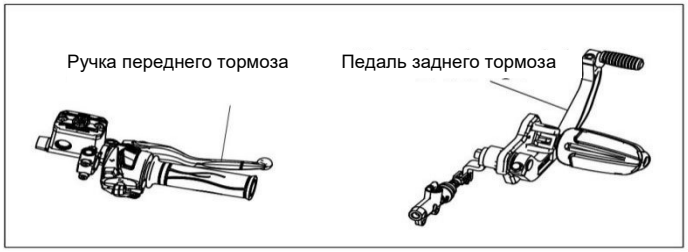

Рис. 15 Схема расположения тормозов
5.4.2 Вождение на подъемах или в поворотах (Рис. 15)